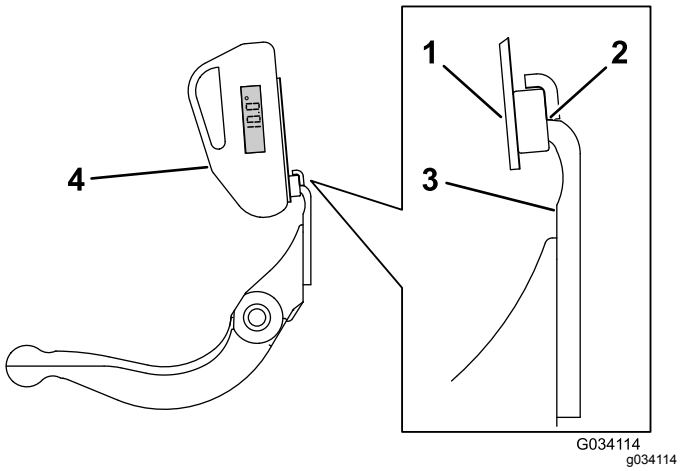

Figur 28
3. Placer vinkelindikatorbeslaget på kanten af bundkniven, så magnetens kant er afstemt i forhold til bundknivens kant (Figur 28).
4. Placer vinkelindikatoren på beslaget som vist i Figur 28.